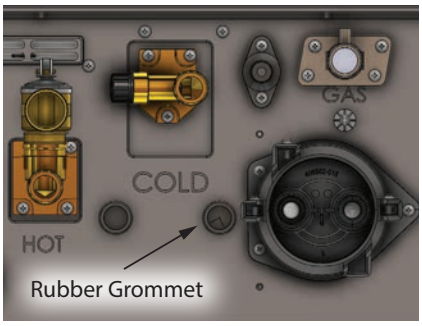

Figure 44 - Bottom of water heater - Grommet
6. Use Figure 44 to locate the rubber access grommet on the bottom of the water heater. Route the single harness end of the Cascade Linking Cable through the bottom and around to the circuit board.